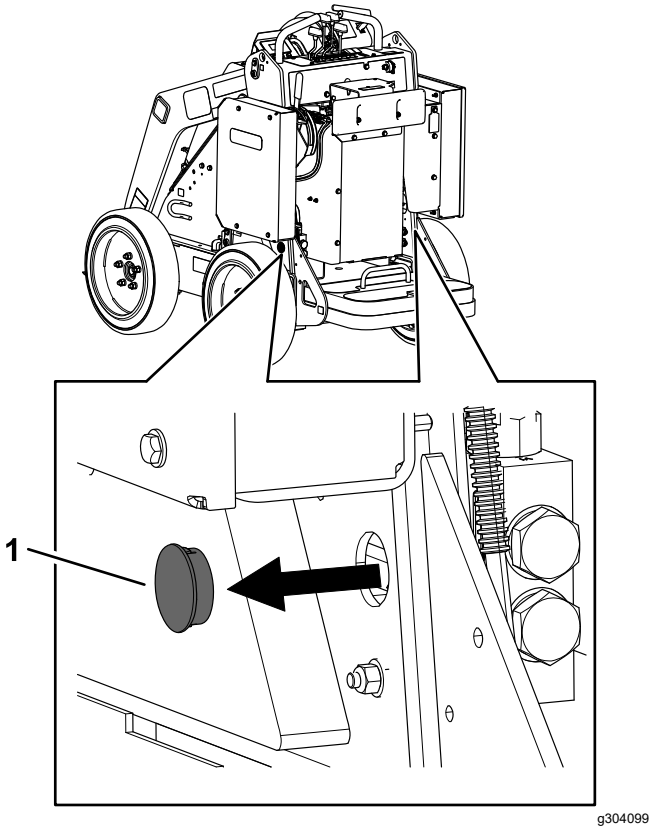

Figura 15
2. Scoatei dopul ce acoperă fiecare supapă de remorcare (Figura 15).